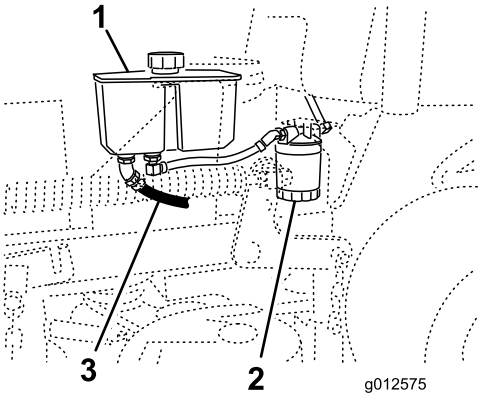

Figura 75
4. Localice el manguito hidráulico delantero, debajo del depósito de aceite, y coloque un recipiente debajo del depósito (Figura 75).